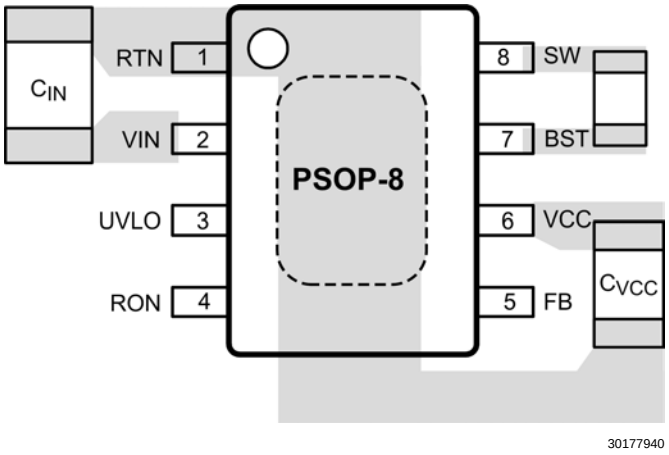

FIGURE 10. Placement of Bypass Capacitors
1. C_{IN}: The loop consisting of input capacitor (C_{IN}), V_{IN} pin, and RTN pin carries switching currents. Therefore the input capacitor should be placed close to the IC, directly across V_{IN} and RTN pins and the connections to these two pins should be direct to minimize the loop area. In general it is not possible to accommodate all of input capacitance near the IC. A good practice is to use a 0.1µF or 0.47µF capacitor directly across the V_{IN} and RTN pins close to the IC, and the remaining bulk capacitor as close as possible (Refer to *Figure 10* Placement of Bypass Capacitors).
2. C_{VCC} and C_{BST}: The V_{CC} and bootstrap (BST) bypass capacitors supply switching currents to the high and low side gate drivers. These two capacitors should also be placed as close to the IC as possible, and the connecting trace lengths and loop area should be minimized (See *Figure 10* Placement of Bypass Capacitors).